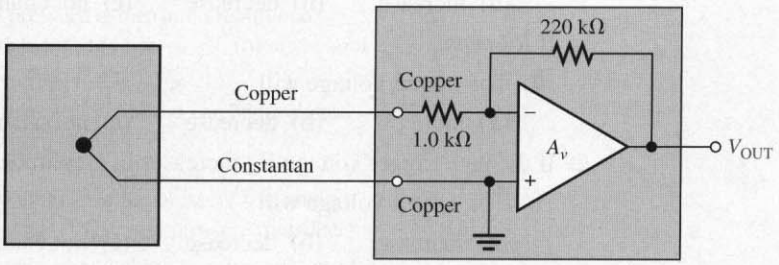

FIGURE 15–50
11. At what resistance value of the RTD will the bridge circuit in Figure 15–51 be balanced if the wires running to the RTD each have a resistance of 10 Ω?